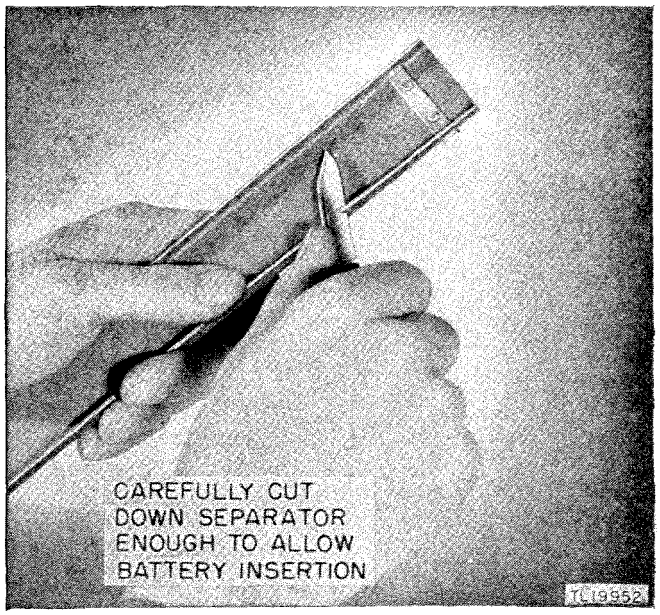

Figure 16. Alteration of fiberboard separator.
(2) Occasionally the fiberboard **U**-shaped separator between the square B battery compartment and the housing, behind which the leads from the earphone and microphone are brought down to the MIKE and PHONE jacks, prevents the insertion of the heavily paraffined B battery. If such a situation arises, remove the separator by pressing it away from the housing wall with the thumbs through the two end openings in the housing. Neatly trim the folded edges of the separator with a pocket knife before returning it. This reduces the space allowed for the microphone and earphone leads, but permits easier insertion and removal of the B batteries. (See fig. 16.)